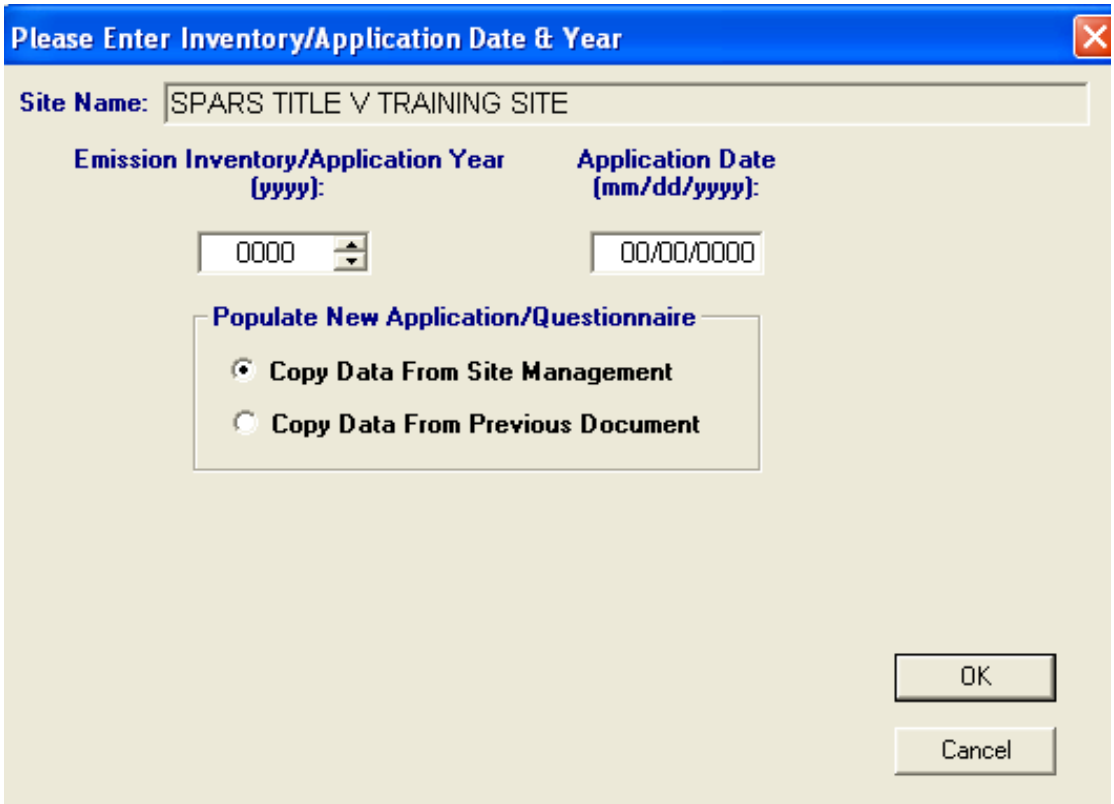
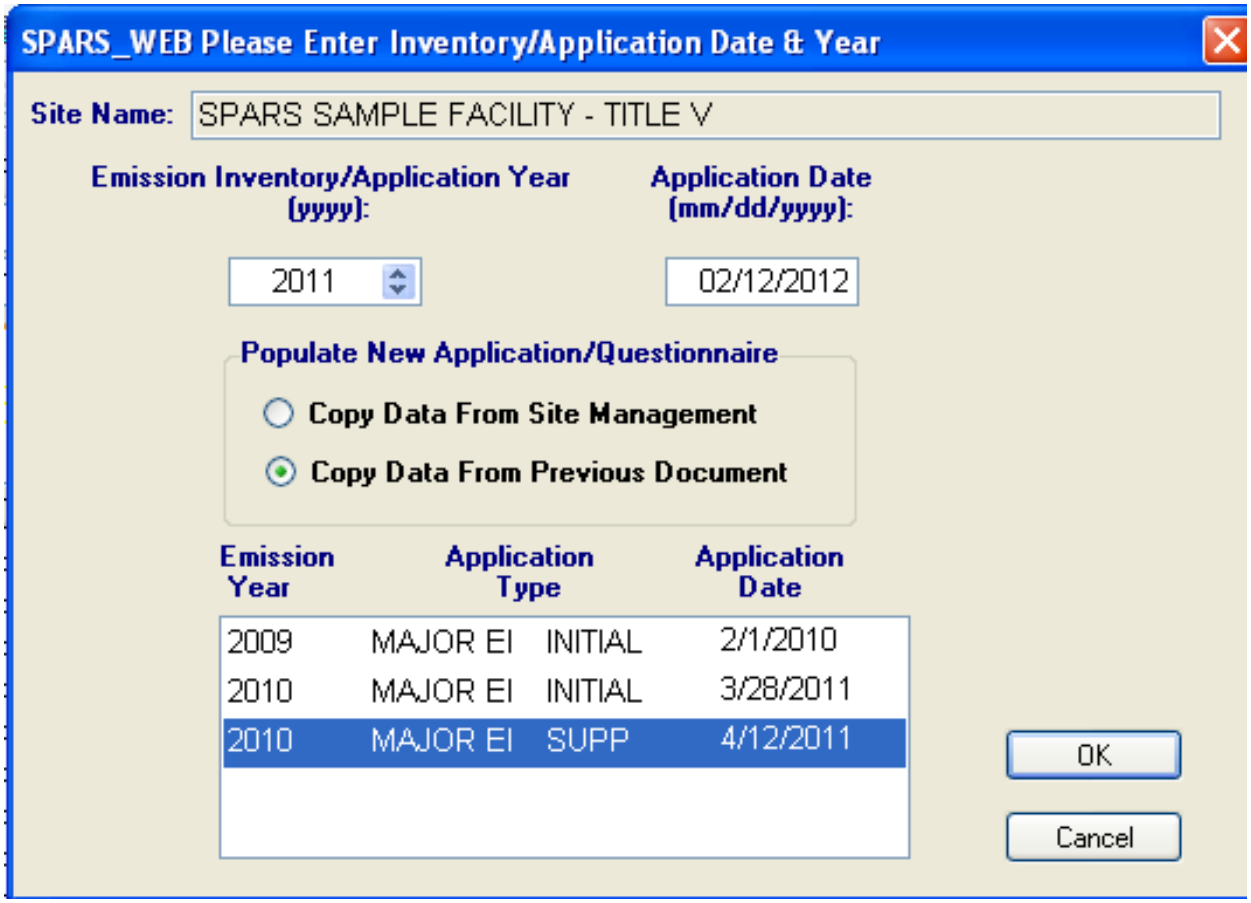

Figure 8.2 – Inventory/Application Date and Year DataWindow
Figure 8.3 – Copying Data from Previous Document
3. The **Inventory/Application Date & Year** window opens (see Figure 8.2)
> **NOTE:** The default selection is **Copy Data From Site Management** as shown in Figure 8.2 above. Make sure that when you are creating your inventory, you select the appropriate button (see Figure 8.3).